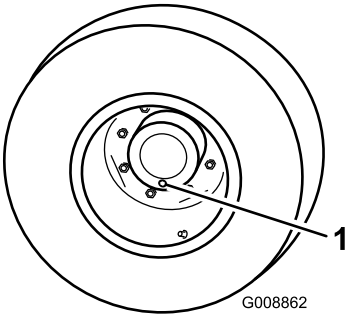

Figur 61
1. Ställ maskinen på ett jämnt underlag och placera hjulen så att en av kontrollpluggarna befinner sig i det lägsta läget (klockan 6) (Figur 61).